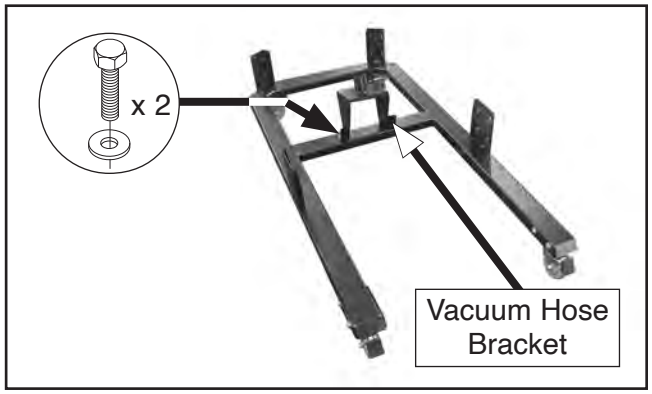

Figure 18. Vacuum hose bracket fastened to stand base.
3. Fasten vacuum hose bracket to stand base using (2) 5/16"-18 x ¾" hex bolts and (2) 5/16" flat washers (see **Figure 18**).